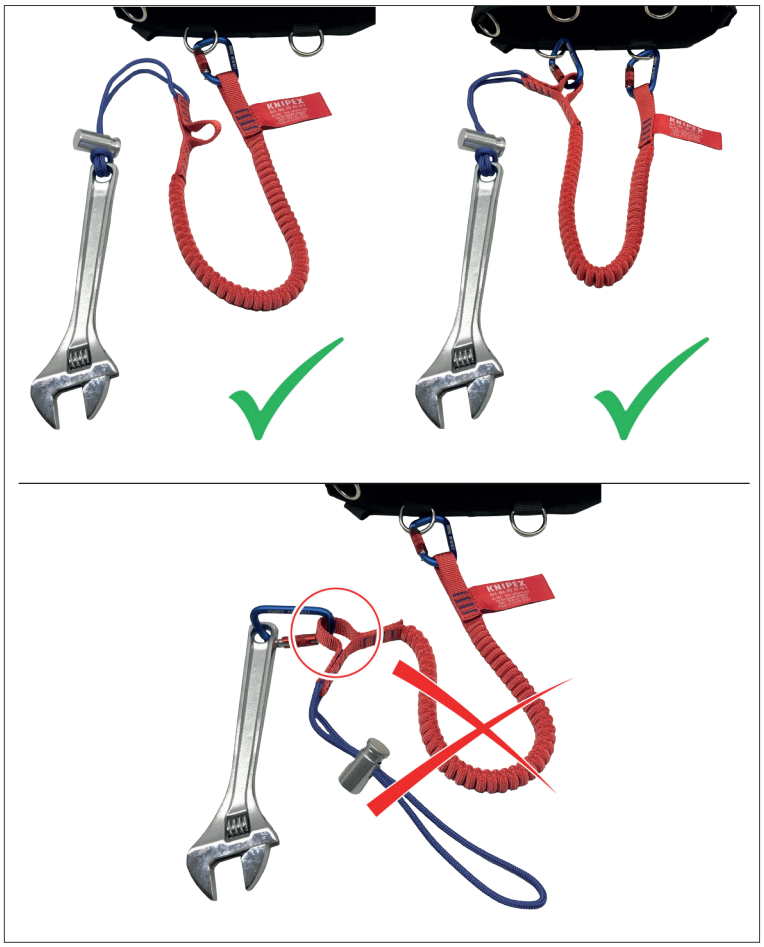

Рисунок 10. Укороченное подсоединение
- Не используйте петлю для укороченного подсоединения для страховки инструментов от падения с высоты (рисунок 10).
- Никогда не используйте плоскую петлю, предназначенную для укороченного подсоединения, для страховки инструмента от падения с высоты (рисунок 10).
Эту плоскую петлю для укороченного подсоединения ни в коем случае нельзя использовать для страховки инструмента от падения с высоты (рисунок 10).